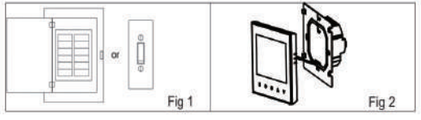

Fig 1 Fig 2
Step 1. Keep the electricity off. See Fig 1.